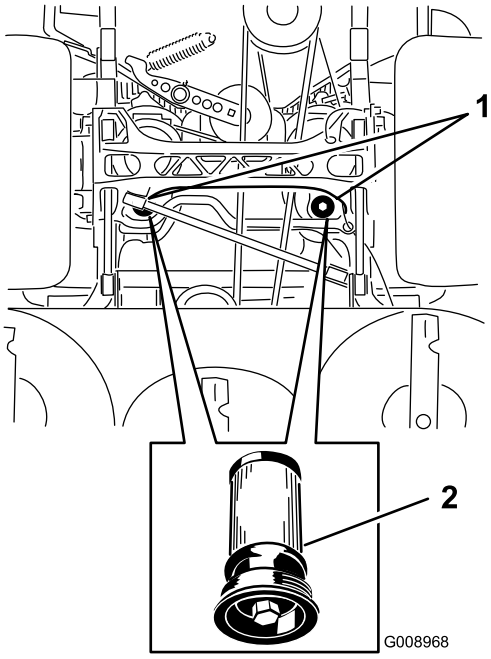

Figure 86
5. Placez un bac de vidange sous le filtre, retirez le filtre usagé et essuyez la surface (Figure 86).
6. Appliquez une fine couche d'huile hydraulique sur le joint en caoutchouc du filtre de rechange (Figure 86).